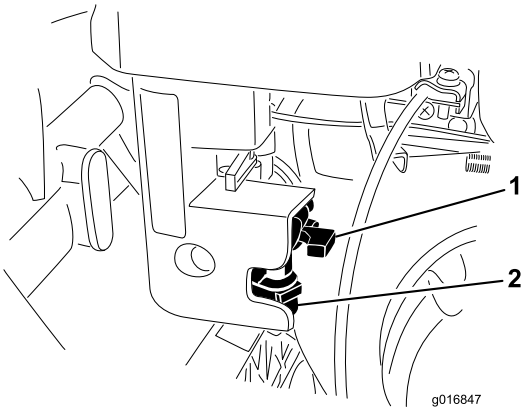

Figura 36
1. Cierre la válvula de cierre del combustible y desenrosque el vaso de combustible del cuerpo del filtro (Figura 36).